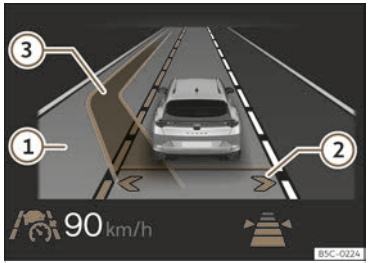

Fig. 151 On the instrument cluster display: lane change assist display (schematic representation).
This activates lane assist. The arrows of your own lane on the instrument cluster display are grey ››› Fig. 151 ②
If the system detects no objects in the detection field of the sensor system and an assisted lane change to an adjacent lane is possible, the corresponding lane is shown in the instrument cluster display next to the driver's own lane. The arrow on the corresponding side of the lane is displayed in white ››› Fig. 151 ②.